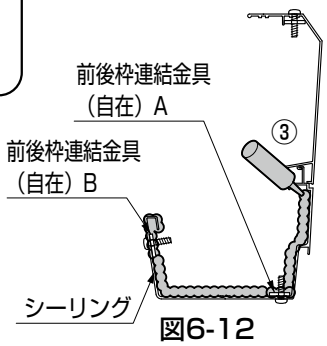

図6-12
③前後枠（水下）の樋の接続部および前後枠連結金具の周りにシーリングをしてください。（図6-12参照）
- ●前後枠（水下）の場合は、前後枠の継ぎ目にもシーリングをしてください。（図6-12参照）